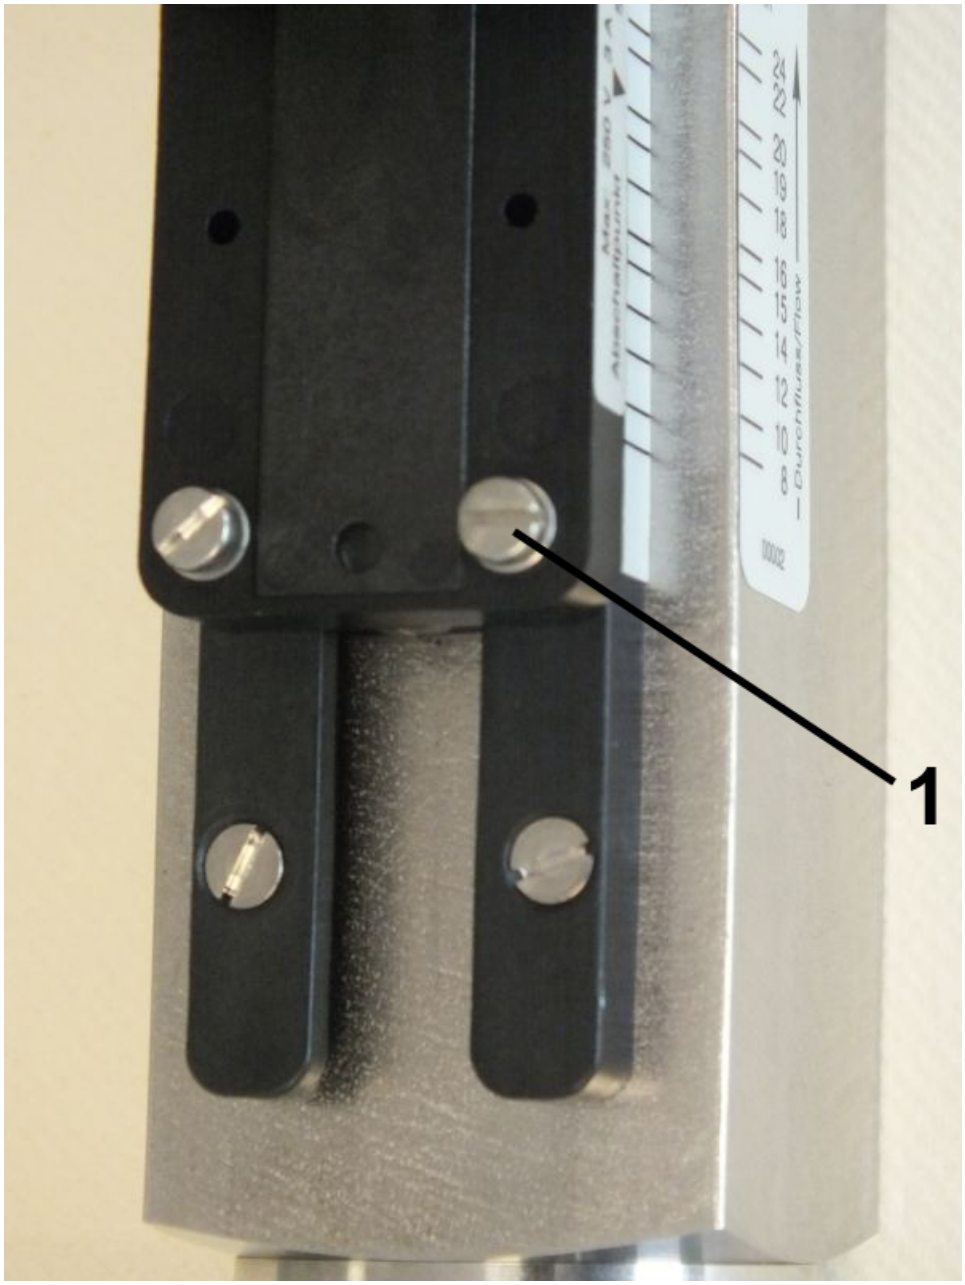

Fig. 38: Loosen set screws
1. Loosen the set screws of the switch contact (*Fig. 38*/1) using a flat-bladed screwdriver.
3. Tighten the set screws of the switch contact (*Fig. 38*/1) using a flat-bladed screwdriver. When doing so, observe the correct tightening torque of the screws.